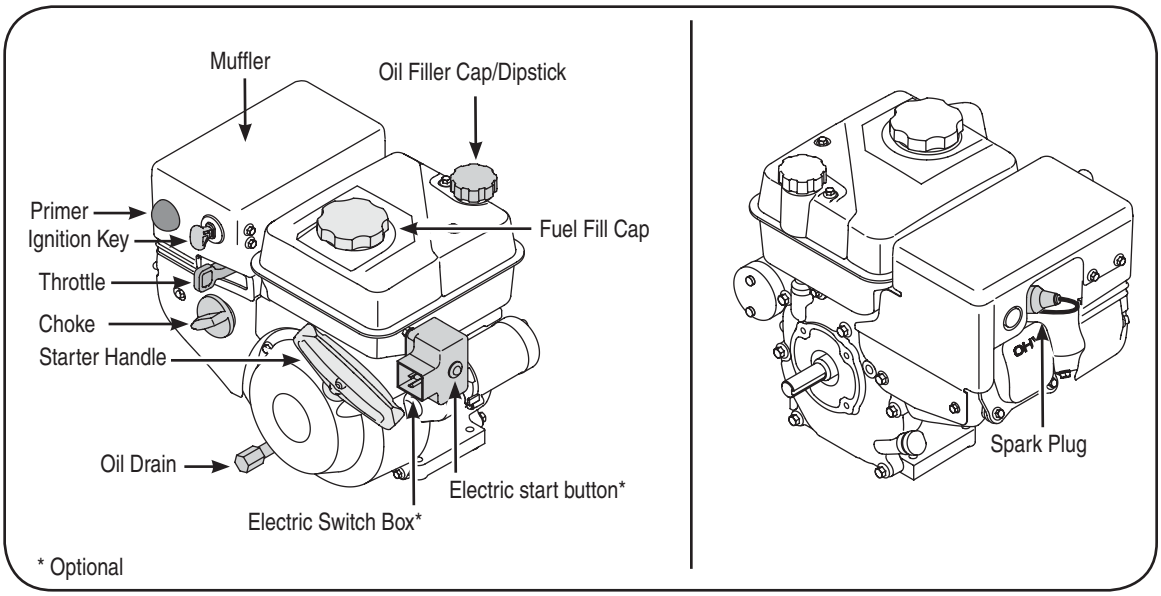

Figure 2-1: Front and rear views of the engine.
4. Move throttle control, Figure 2-1, to FAST (rabbit) position.
5. Move choke to the CHOKE position (cold engine start). If engine is warm, place choke in RUN position, Figure 2-1.
6. Push primer three (3) times, making sure to cover vent hole when pushing, Figure 2-1. If engine is warm, push primer only once. Always cover vent hole when pushing. Cool weather may require priming to be repeated.
7. Push starter button to start engine, Figure 2-1. Once the engine starts, immediately release starter button. Electric starter is equipped with thermal overload protection; system will temporarily shut-down to allow starter to cool if electric starter becomes overloaded.
2. Move throttle, Figure 2-1, control to FAST (rabbit) position.
3. Move choke, Figure 2-1, to the CHOKE position (cold engine start). If engine is warm, place choke in RUN position.
4. Push primer three (3) times, making sure to cover vent hole when pushing, Figure 2-1. If engine is warm, push primer only once. Always cover vent hole when pushing. Cool weather may require priming to be repeated.